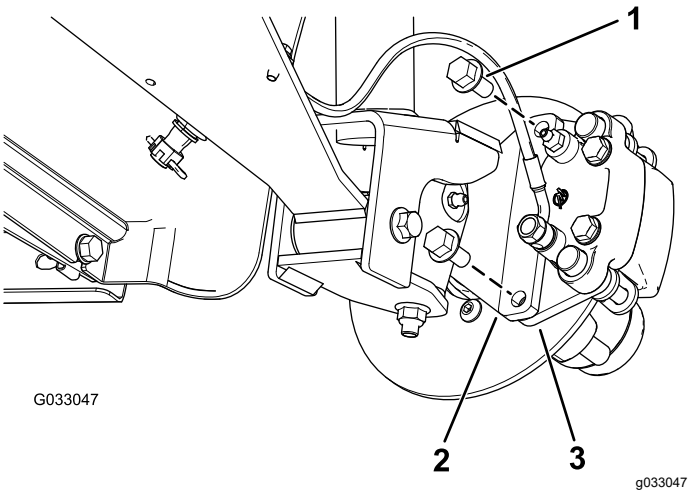
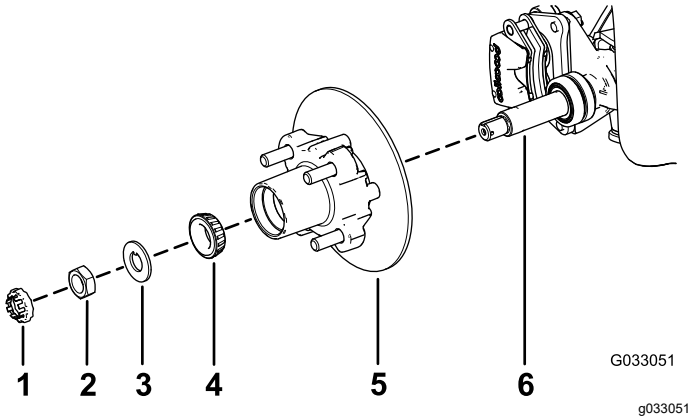

**Figur 26**
**Figur 30**
3. Fjern flenshodeboltene (3/8 x 3/4 tomme) som fester braketten for bremseenheten til spindelen og skiller bremsen fra spindelen (Figur 26).
1. Påfør et tynt, lett lag av det angitte smørefettet på spindelen (Figur 30).
2. Monter nav og rotor på spindelen med rotoren på innsiden (Figur 30).
3. Monter det utvendige lageret på spindelen, og plasser lageret i det utvendige setet (Figur 30).
4. Monter skiven med tapp på spindelen (Figur 30).
5. Skru spindelmutteren på spindelen, og stram til mutteren med et moment på 15 Nm mens du roterer navet for å sette lagrene på plass (Figur 30).
2. Innrett bremseklossene på begge sider av rotoren (Figur 26) og hullene i kaliperbraketten med hullene i bremsemonteringen på spindelrammen (Figur 30).
3. Monter kaliperbraketten til spindelrammen (Figur 26) ved hjelp av de to flensehodeboltene (3/8 x 3/4 tomme).